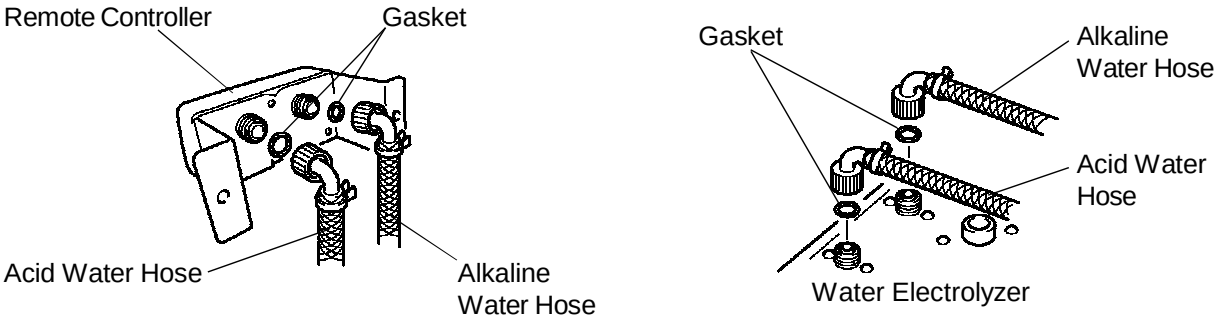

Fig. 6
3) Attach the Connectors to the water electrolyzer with the Gaskets between the Connectors and the water electrolyzer. Make sure to check the connection locations for the Acid and Alkaline Water Hoses. See Fig. 6.